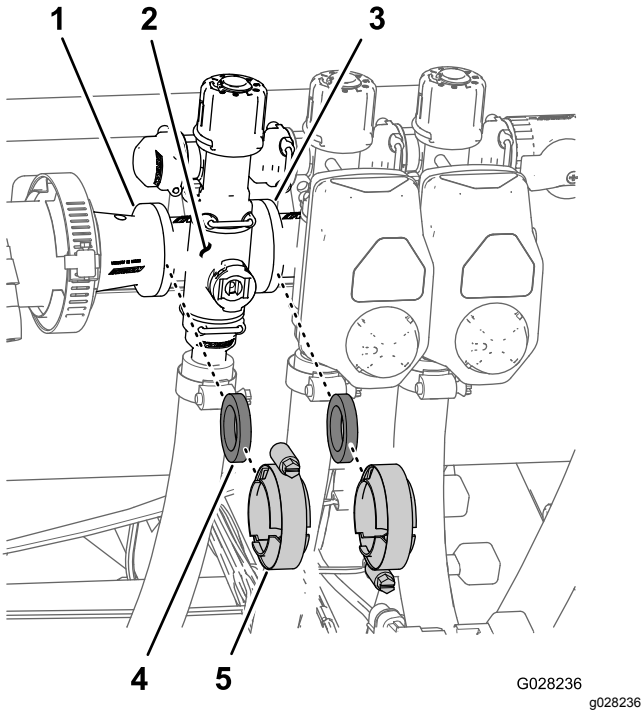

Figuur 68
1. Verwijder de klemmen en pakkingen waarmee de verdeler voor de spuitboomklep (Figuur 68) bevestigd is aan de aangrenzende spuitboomklep (indien linker spuitboomklep en verloopkoppeling).